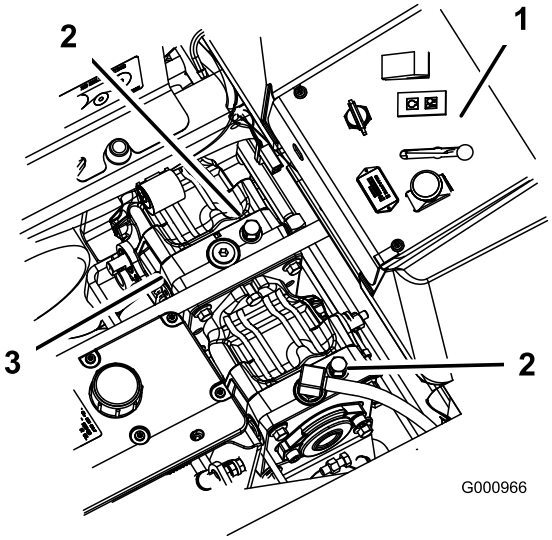

Figur 27
2. Drei omløpsventilene mot klokken én omdreining for å dytte. Dette tillater at hydraulikkvæsken passerer gjennom pumpen, og at hjulene ruller (Figur 27).
Drei omløpsventilen én gang med klokken for å bruke maskinen (Figur 27).